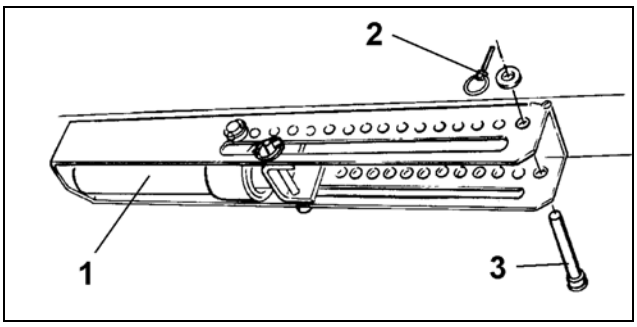

図 88
- 油圧シリンダー（図 88/1）の圧力を抜いてください。
- ピン（図 88/3）を連続している穴のひとつに差し込み、リンチピン（図 88/2）で固定します。